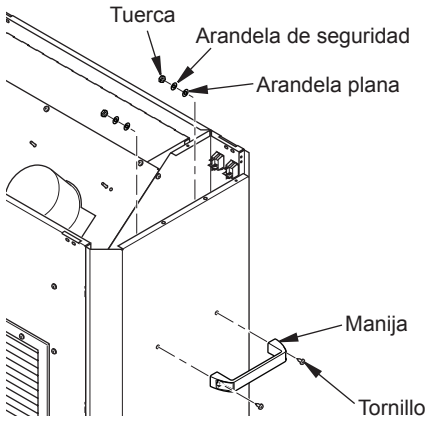

Figura 3 - Cómo fijar las manijas
2. Fije cada manija a los paneles laterales con 2 tornillos, 2 tuercas, 2 arandelas planas y 2 arandelas de seguridad. Inserte los tornillos por la parte exterior del calentador pasándolos a través de la manija. Desde el interior del calentador, coloque las arandelas planas, luego las arandelas de seguridad y después las tuercas, según se muestra en la figura 3.